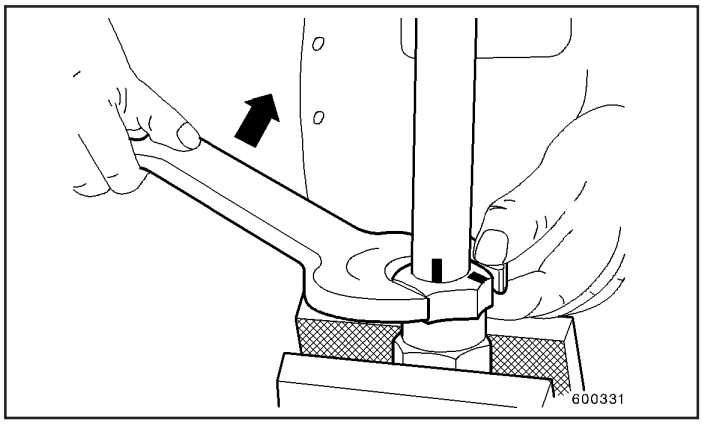

Fig.11
7. Aperte a porca de união utilizando uma chave fixa ou inglesa (Fig. 11).